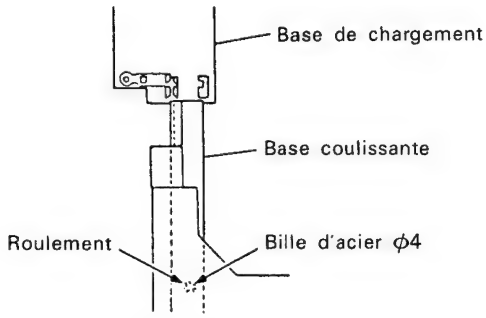

Fig. 10-7
2. Tout en levant le porte-attache (marqué par Ⓑ sur la Fig. 10-2) de la main droite, tenir le plateau de la main gauche, comme illustré par Ⓒ et déplacer la base couliss dans les armatures en résine dure sur la base de cha em comme indiqué sur la Fig. 10-7 pour réinsérer le plateau du disque. (A ce moment, prendre soin de tenir la bille d'acier ϕ4 en place avec l'index de la main droite.) (Veiller également à ce que le panneau avant ne soit pas endommagé par le roulement de la base coulissante au niveau de la section la bille d'acier ϕ4 entrant en contact avec le panneau.)